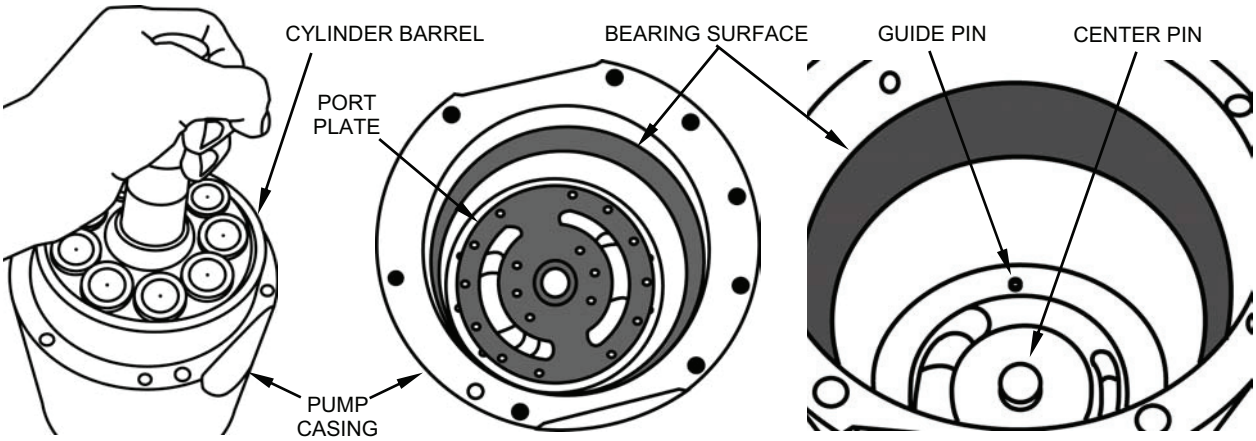

Figure 25. Removing Cylinder Barrel from Pump Casing.
k. Remove the cylinder barrel from the pump casing (see Figure 25). Place on a clean surface.